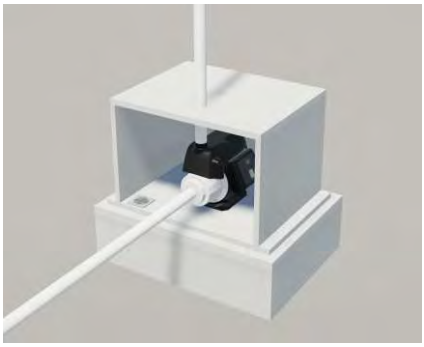

Figura 4
8.14 O pressurizador deve ser instalado em local coberto, ventilado e com proteção contra intempéries (ver figura 4)